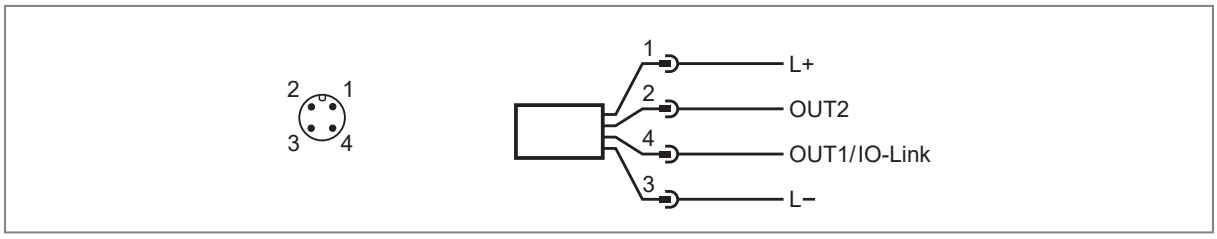

Fig. 3: Wiring diagram
▶ Install the adapter precisely vertically in the pipe (fig. 3 and 4).